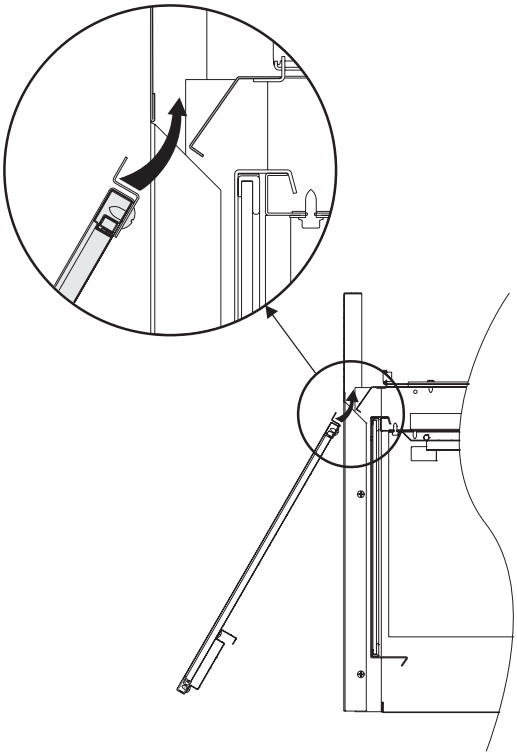

**Figure 22**
2. Raise the barrier just enough to allow the bottom of the barrier to swing inward to a vertical position. **See Figure 22.**